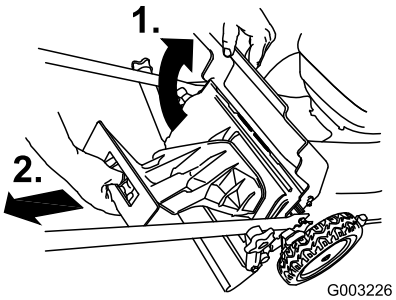

**Figuur 22**
1. Zet de achterklep omhoog en houd hem in deze positie (Figuur 22).
2. Verwijder de afsluiter van de achterafvoer (Figuur 22).